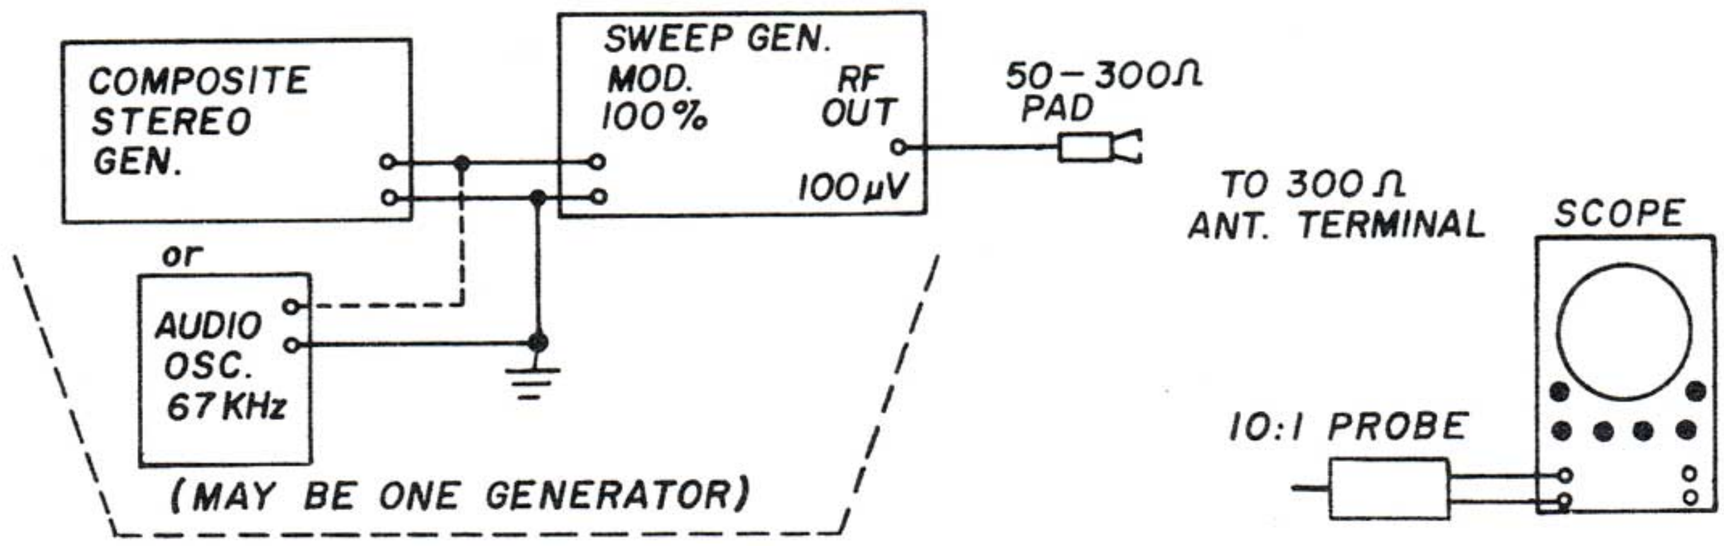

Figure 8
1. Set up the equipment as shown in Figure 8. Set the composite generator for pilot only. The oscilloscope is connected to Pin 1 of AN211 [IC301].